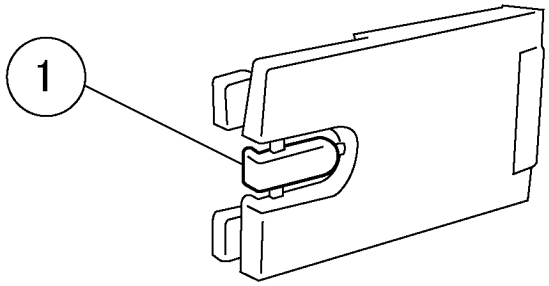

Рисунок 2 Снятие заглушки (j0ch82031)
2. Снимите заглушку с крышки (рисунок 2).